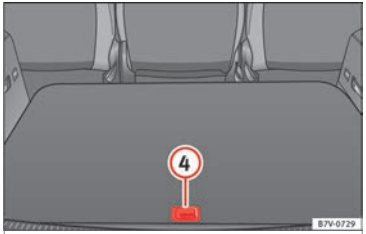

Fig. 188 Other compartments in the boot floor.
Open the rear compartment ››› Fig. 188 (4):	▷ Lift the rear of the boot floor using the handle.